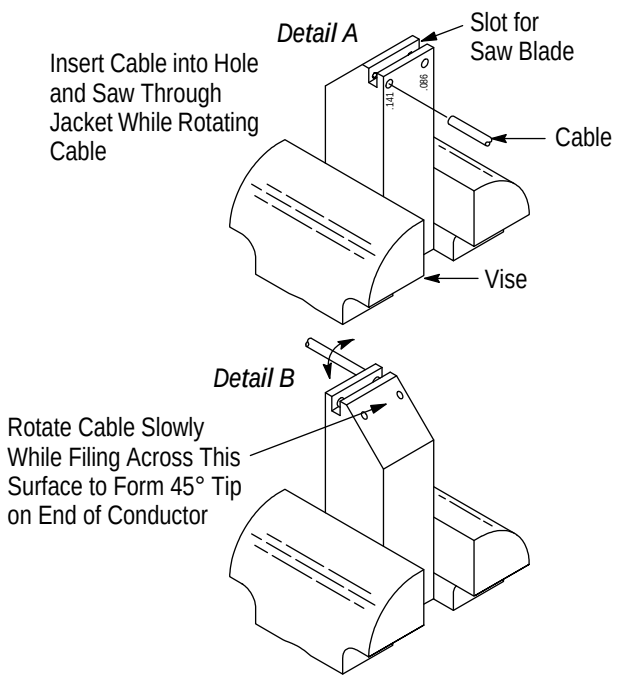

*Figure 5*
2. Insert the cable into the hole corresponding to the cable size as shown in Figure 5, Detail A.
4. Re-insert the cable into the cable dressing fixture for pointing. Refer to Figure 5, Detail B. Keep pressure against the fixture and rotate the cable slowly while filing on the 45° surface with a small pillar file or mill file. Continue filing until the conductor offers no resistance to the file.